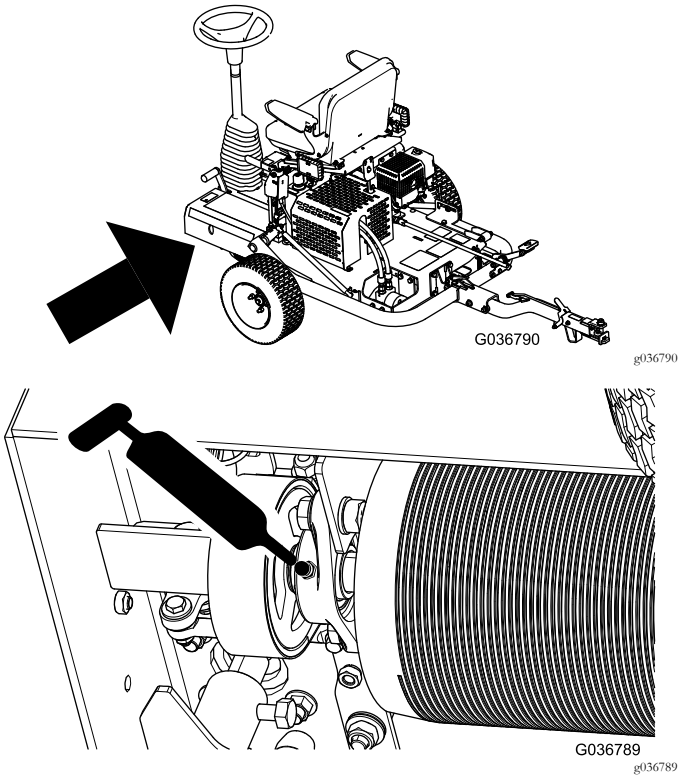

**Figur 30**
2. Pumpa in fett i smörjnippeln enligt Figur 30.